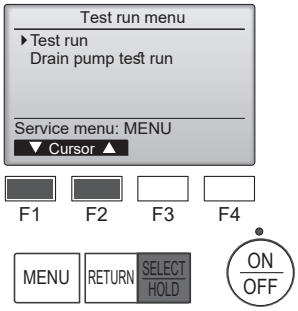

Fig. 7-2
② Seleccione "Test run" (Modo prueba) desde el menú Modo prueba, y pulse el botón [SELECT/HOLD]. (Fig. 7-2)
③ Se inicia la prueba, y se visualiza la pantalla Modo prueba.